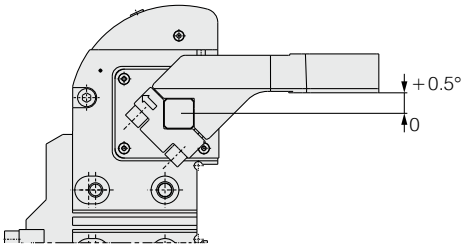

图1
2) 如图1所示，夹紧端有0～＋0.5°的机械偏差。请务必通过外部垫片进行调整。参见P.64。